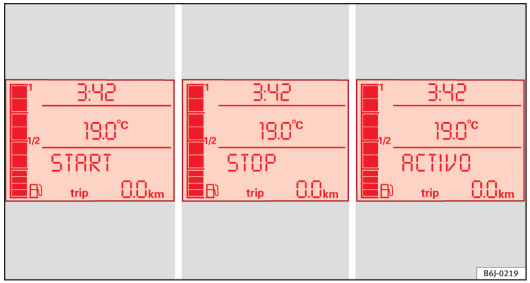

Fig. 100 Display on the instrument panel during Start-Stop function operation.
– The instrument panel screen displays information about the status of the Start-Stop function ⇒ fig. 100. ▶